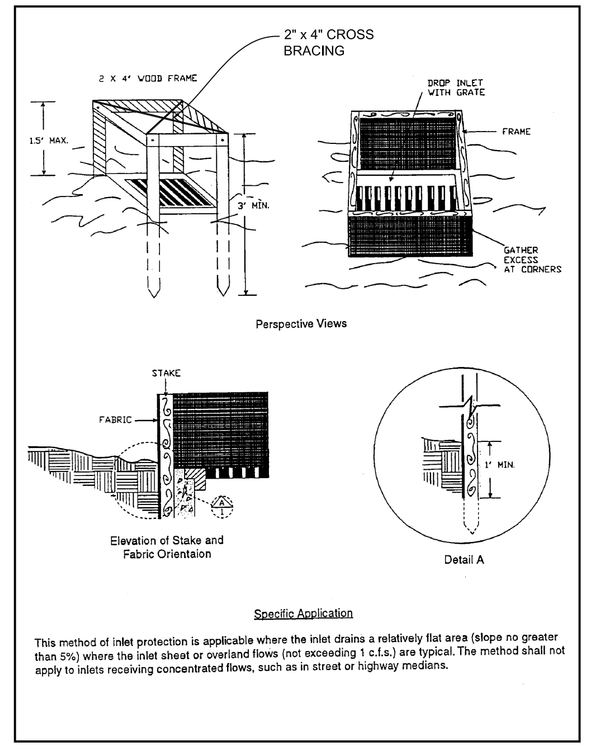

Figure 4.5b. Filter Fabric Drop Inlet Sediment Filter
5. *A trench shall be excavated approximately 4 inches (10 cm) wide and 4 inches (10 cm) deep around the outside perimeter of the stakes (see **Figure 4.5b**).*